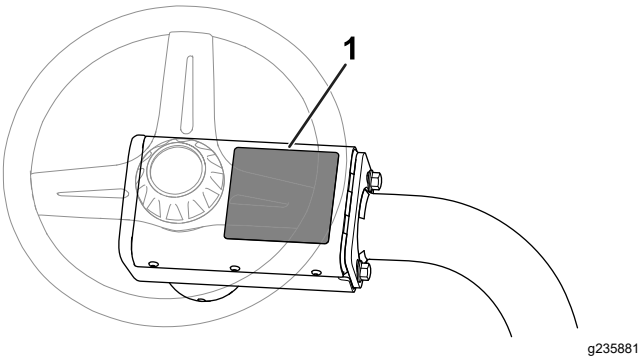

Figuur 12
- **CE-waarschuwingssticker**: Breng de CE-waarschuwingssticker (onderdeelnummer 139-8321) aan over de aanwezige waarschuwingssticker (onderdeelnummer 139-8320) op de kap van het stuur; zie Figuur 12.